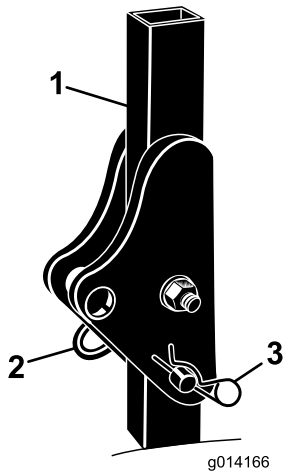

Figur 5
1. Fjern splitterne og pindene fra styrtbøjlen (Figur 5).
2. Hæv styrtbøjlen til oprejst position, og monter de to pinde, og fastgør dem med splitterne (Figur 5).